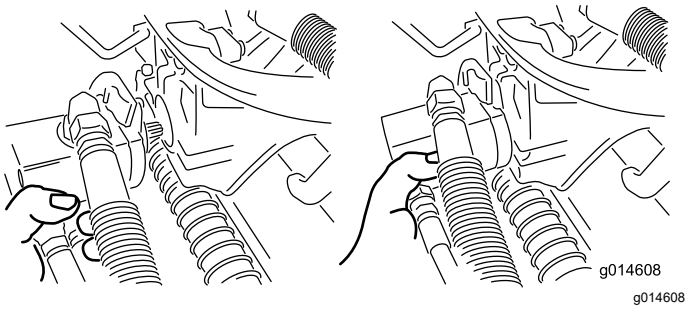

**Rysunek 51**
3. Umieść silnik w magazynku znajdującym się z przodu ramienia podwieszonego (Rysunek 51).